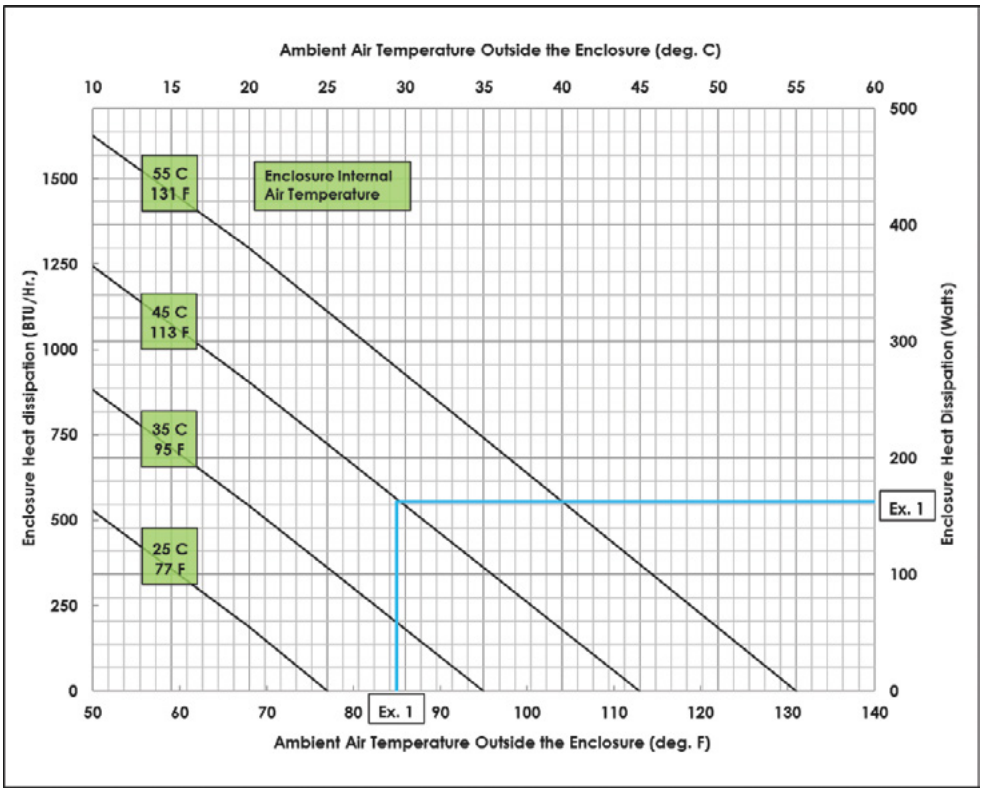

Figure 3:
5. Figure 3 provides a guide for a sealed Panduit Z23 enclosure heat dissipation for various external ambient temperatures.